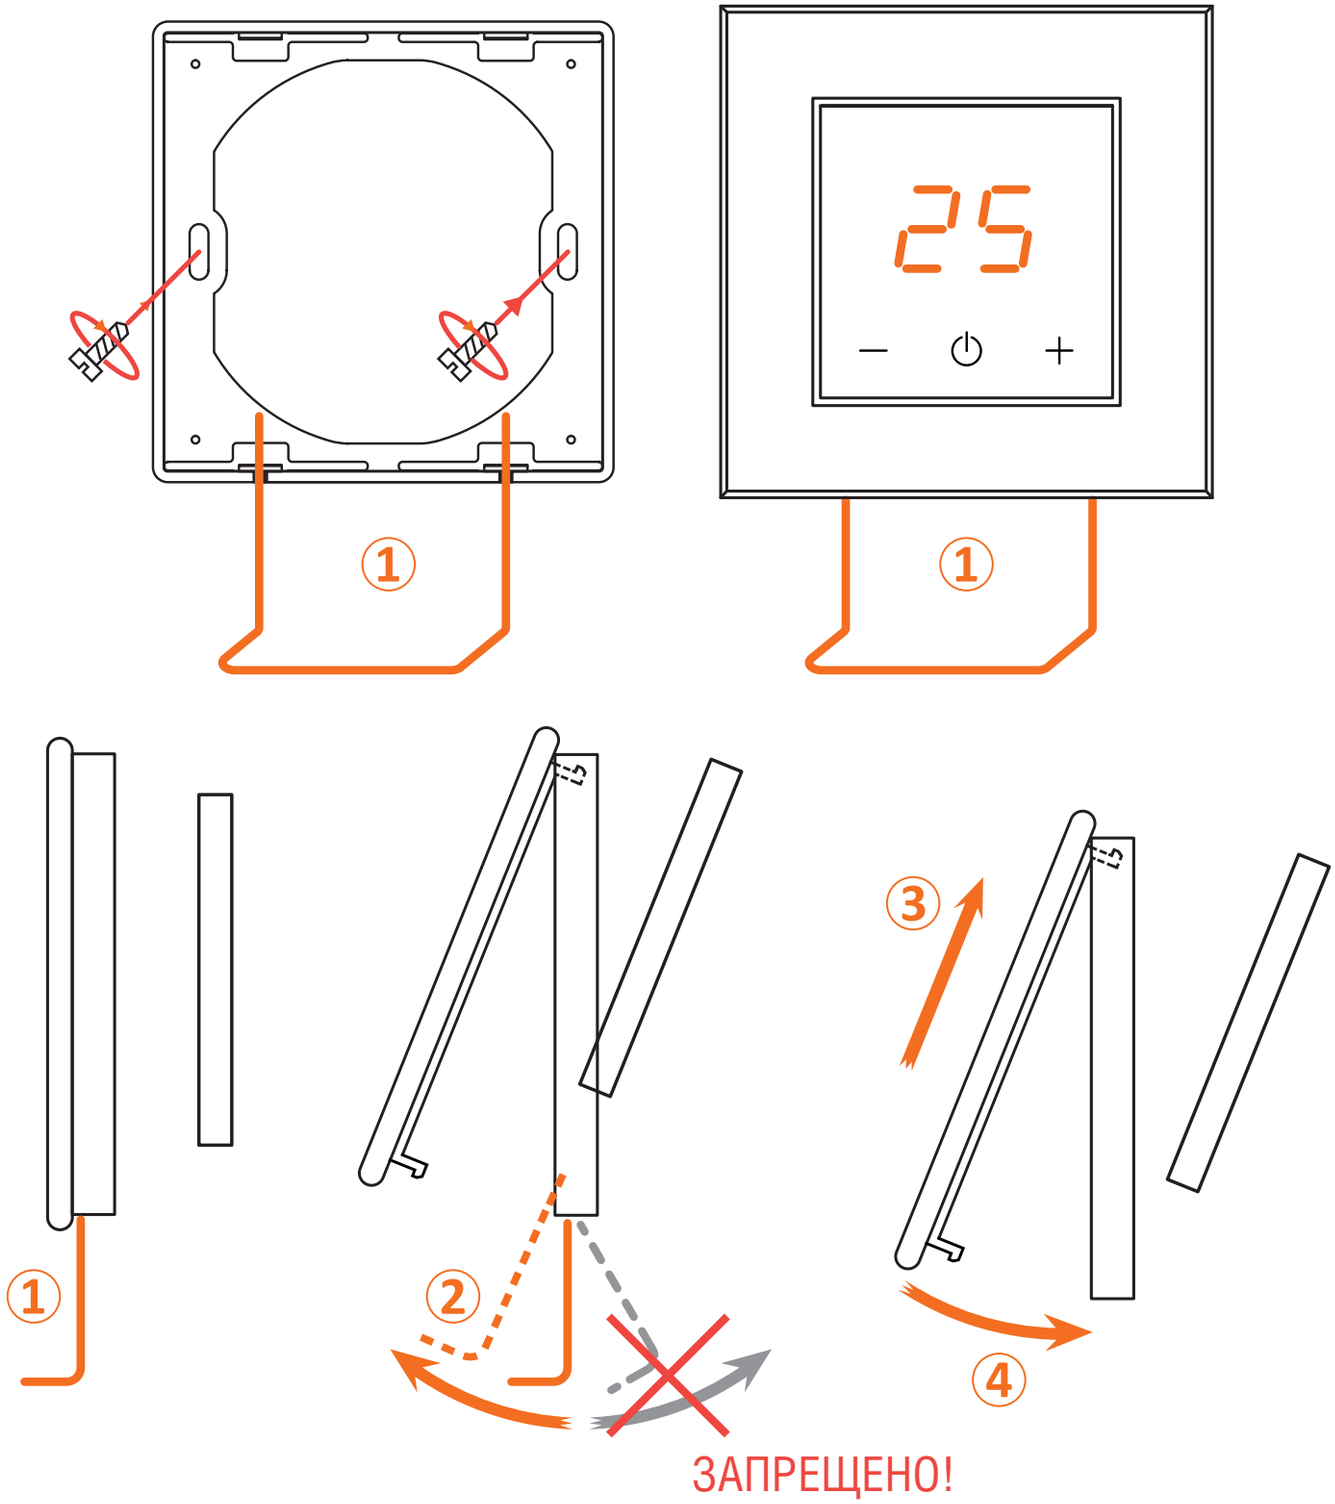

Рис. 2. Снятие и монтаж терморегулятора
- Закрепите на монтажной коробке специальную пластиковую рамку с помощью двух саморезов (рис. 2).
ВНИМАНИЕ. Монтировать рамки нужно так, чтобы прорези (1) на рамке (рис. 2) были направлены вниз.
Снятие терморегулятора (рисунок 2)
Установка терморегулятора (рисунок 2)